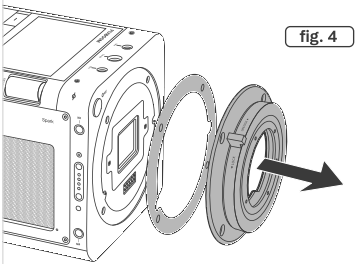

fig. 4
3. Retirez l'adaptateur de monture (3) et sa cale d'adaptation (41) (fig. 4).